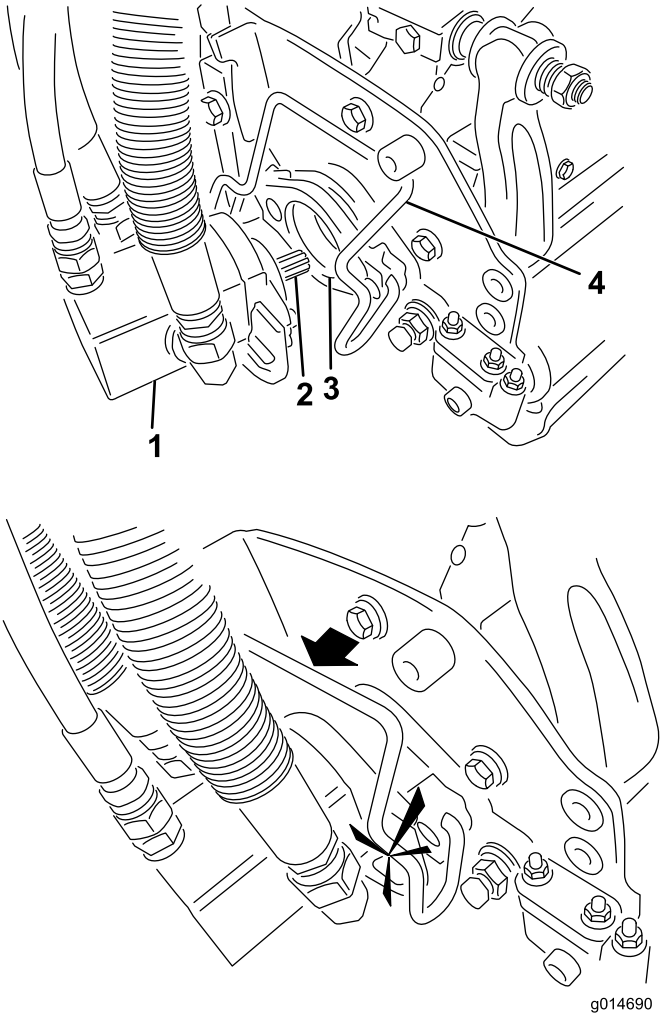

Figur 14
7. Stryk på rent fett på klippenhetsmotorns räfflade axel (Figur 14).
8. För in motorn på vänster sida av klippenheten (sett från förarsätet) och dra motorfäststaget på klippenheten mot motorn tills du hör ett klickljud från båda sidorna av motorn (Figur 14).